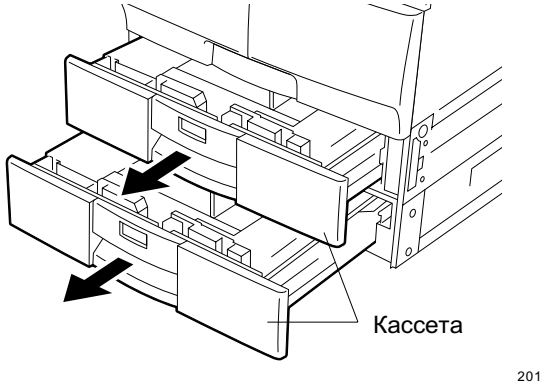

Fig. 6-9
2. Выньте кассету из PFU. (см. Fig. 6-9)
1. Выньте кассету из PFU и нижнюю кассету из копира. (см. Fig. 6-9)